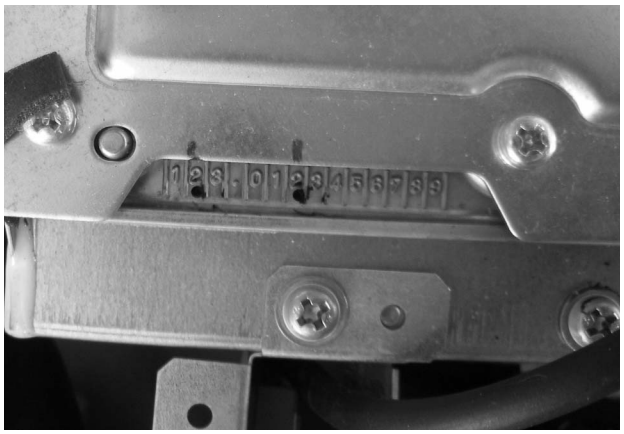

Fig. 3 Manifold plate for 660 EF/EFO Natural Gas
- 7. Insert the new manifold plate supplied with the conversion kit. The orifice size of the gas manifold plate should be marked as follows (Fig. 3)
- To fire Natural Gas (NG) – 2.2